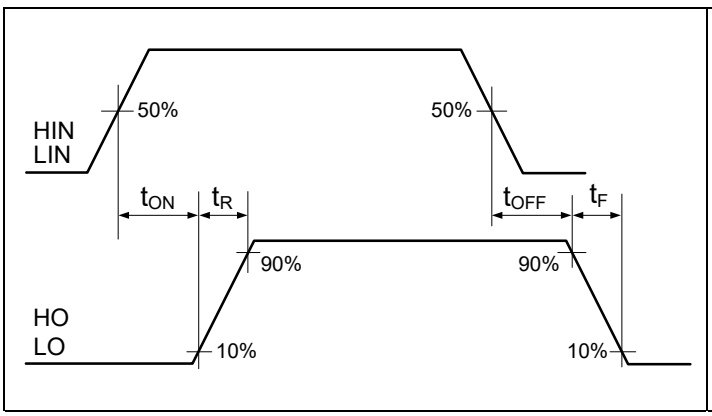
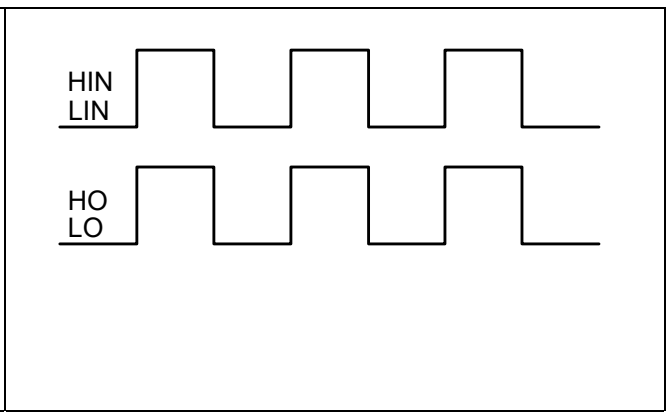

Figure 6 Switching timing diagram
Figure 7 Input/output logic diagram
The relationships between the input and output signals of the 2ED2181 (4) S06F (J) are illustrated below in Figure 6 and Figure 7. From these figures, we can see the definitions of several timing parameters (i.e. t_{ON}, t_{OFF}, t_R, and t_F) associated with this device.